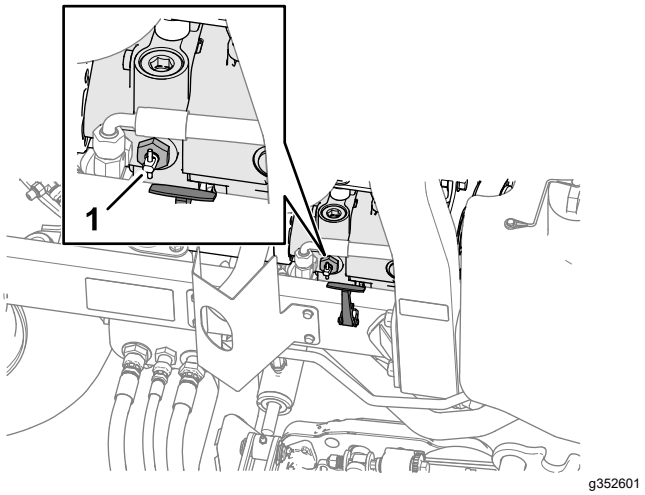

Rysunek 51
2. W pobliżu prawego zaczepu maski odszukaj rączkę zaworu obejściowego na pompie (Rysunek 51) i obróć zawór o 90°.